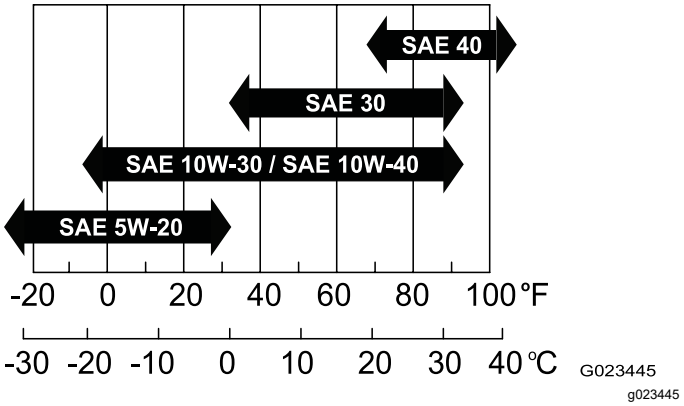

**Figuur 32**
- **Viscositeit:** SAE 30; raadpleeg de volgende tabel voor andere viscositeitsgraden (Figuur 32):